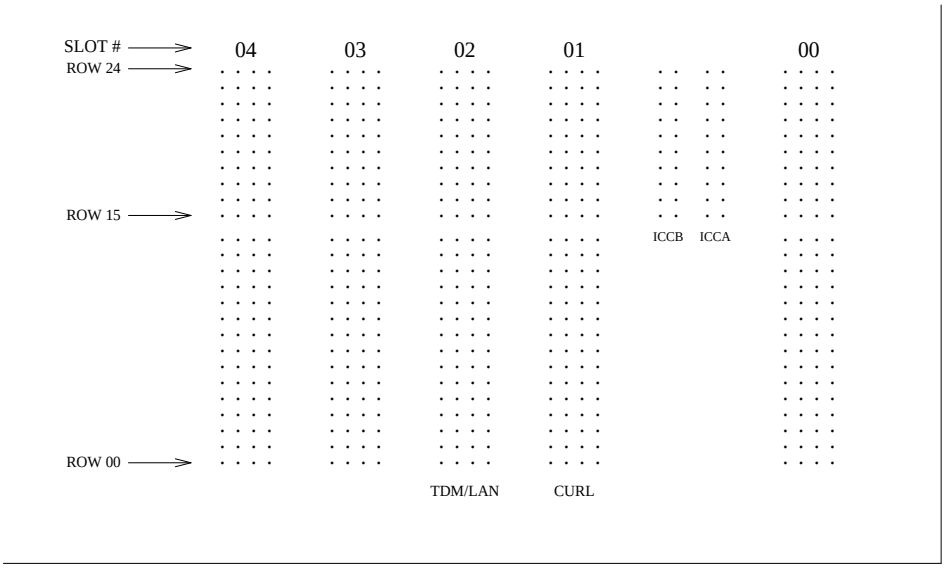
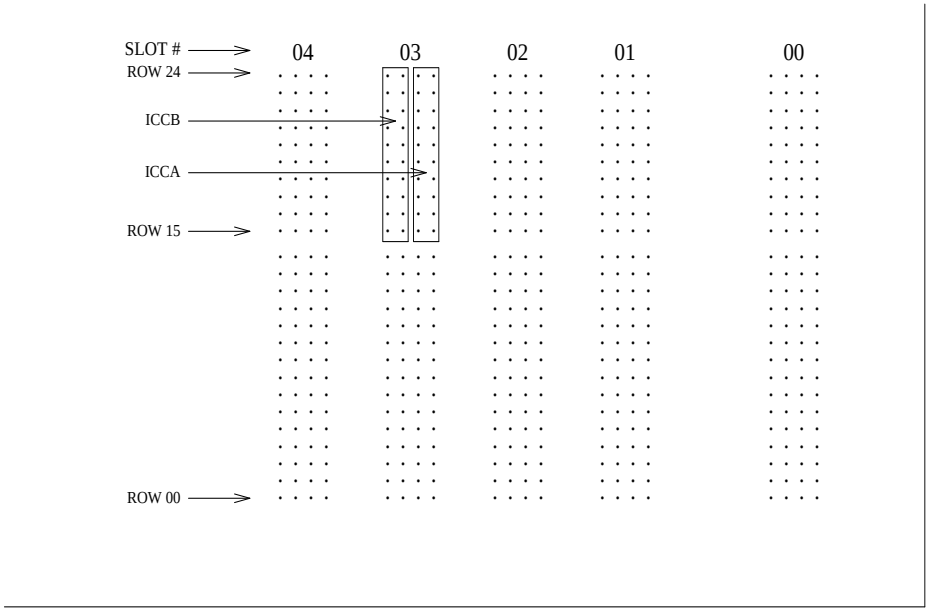

Figure 6-44. ICC Connections for Expansion Control Carrier
Figure 6-45. ICC Connections for Port Carrier
16. See CAUTION. Install the ICC cables (H600-204 G1) between carriers “A’’ and ‘‘B.’’ Connect the cables to the ‘‘ICC’’ pin-field block on both carriers (see Table 6-11 and Figure 6-44 and Figure 6-45). The cable is installed so that the dark red, blue, or purple stripe (depending on the supplier) is on the bottom at both ends.